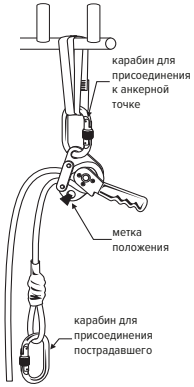

Рис. 9
- Присоедините трос к точке постоянной конструкции с помощью карабина над местом эвакуации (рис. 9). Расположение устройства не должно мешать пользователю беспрепятственно осуществлять спуск пострадавшего.